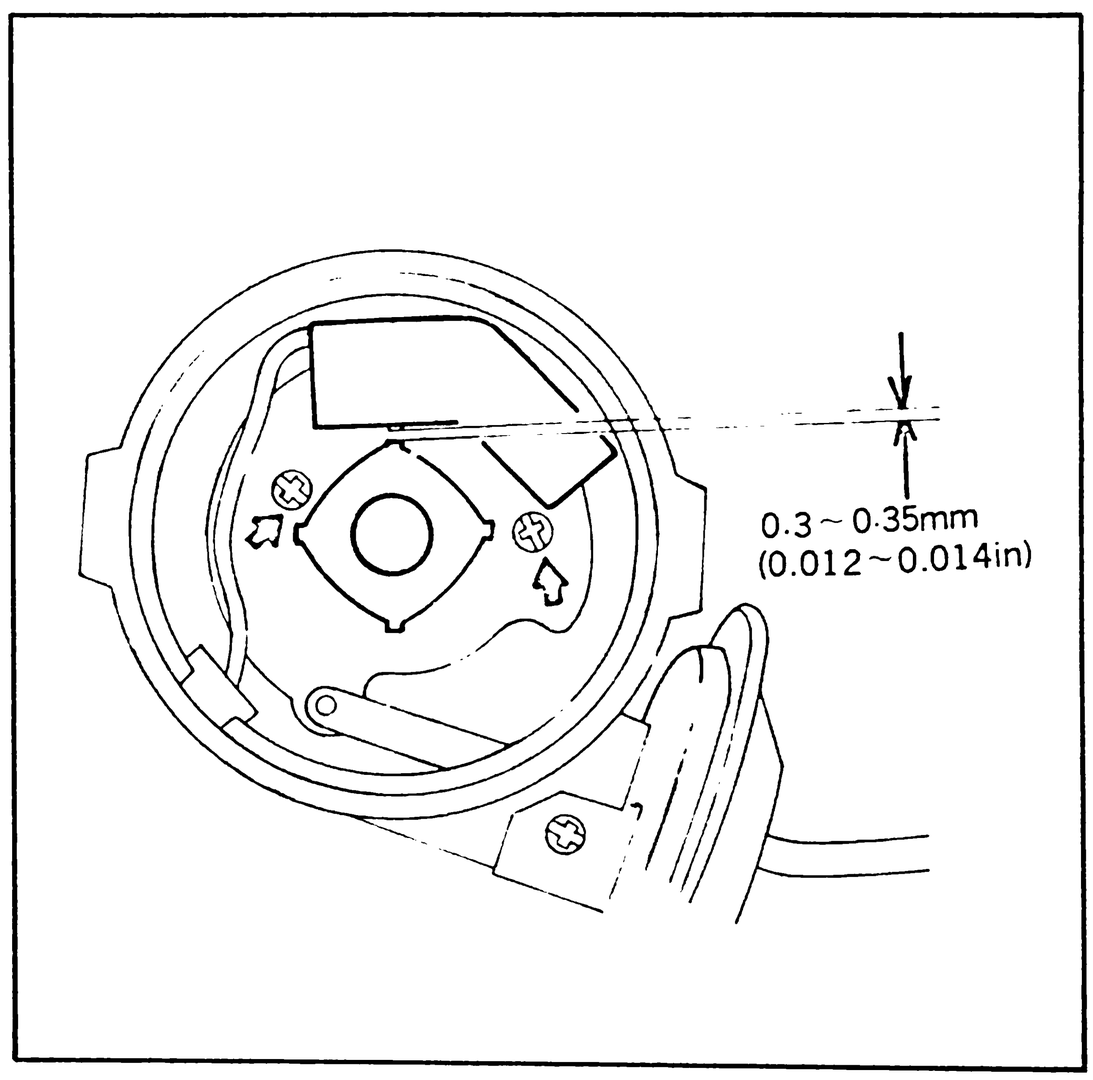

Fig. 1-5 Checking air gap
1. Check the air gap as shown in Fig. 1-5.